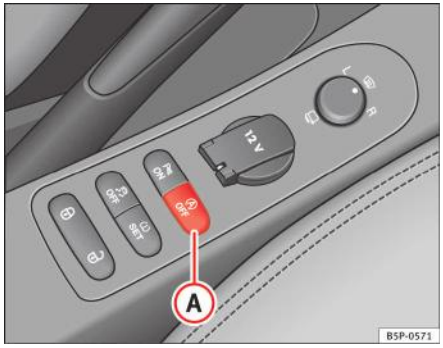

Fig. 118 Butonul funcției Start-Stop.
– Apăsați butonul (A) ⇒ fig. 118 din consola centrală. Când funcția Start-Stop este dezactivată, lampa de control din buton se aprinde.
– Apăsați butonul (A) ⇒ fig. 118 din consola centrală. Lampa de control din buton se stinge. ■